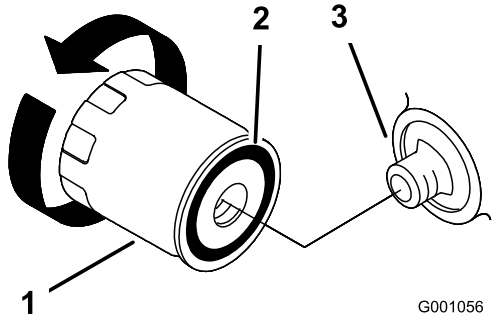

Figuur 23
2. Verwijder het oude filter en veeg de pakking van de filtertussenstuk (Figuur 23) schoon.
3. Smeer een dun laagje schone olie op de rubberen pakking van het nieuwe filter (Figuur 23).
4. Plaats het nieuwe filter op het filtertussenstuk, draai het oliefilter rechtsom totdat de rubberen pakking contact maakt met het filtertussenstuk. Draai het filter vervolgens nog een extra 2/3 tot 1 slag vast (Figuur 23).